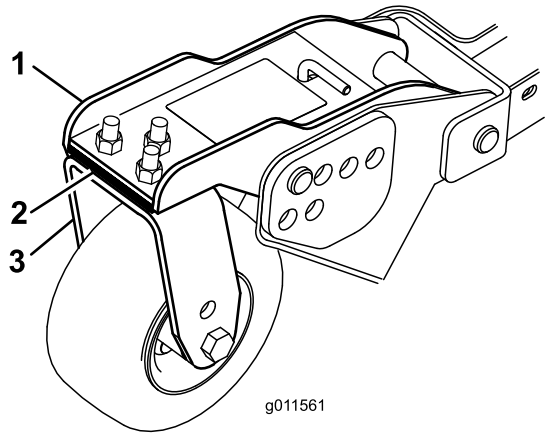

Figur 27
3. Justera mellanläggen (3 mm) på de främre svänghjulsarmarna så att de stämmer överens med klipphöjdsdekalen (Figur 27).
5. Om innerkanten på vingklippdäcket är för hög i förhållande till ytterkanten på det främre klippdäcket tar du bort ett 3 mm mellanlägg nedtill på vingklippdäckets främre inre svänghjulsarm (Figur 27).